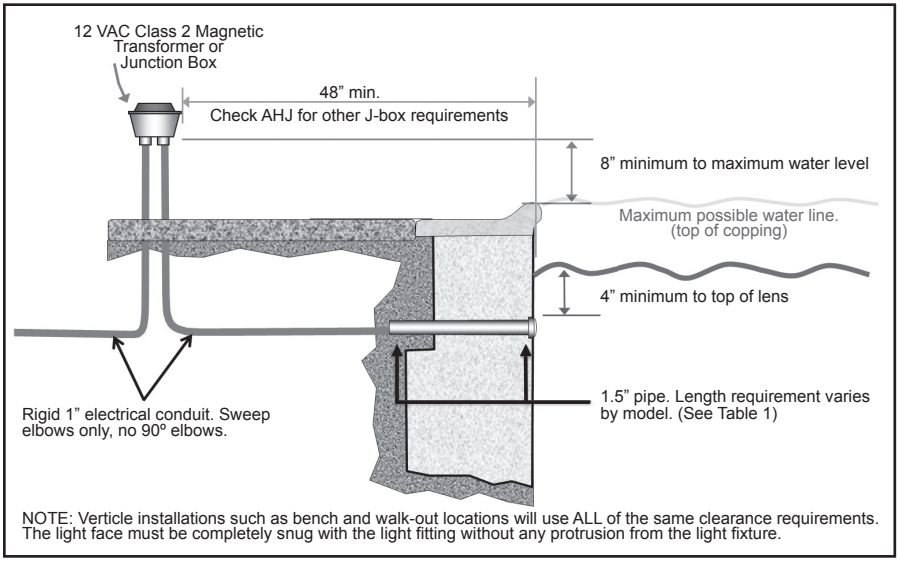

Figure 1. Jandy® Pro Series LED Light Installation with Standard 1.5" Plastic Fitting
NOTE: The electrician must complete preparatory steps before light fixture is installed. See Figure 1.
1. The junction box or the low-voltage magnetic transformer must be located at least eight (8) inches (measured from the inside of the bottom of the junction box or transformer) above the MAXIMUM water level, OR at least four (4) inches above the ground level or pool deck, whichever is greater. The junction box or 12VAC magnetic transformer must also be installed at least forty-eight (48) inches (4 ft.) from the edge of the pool. See Figure 1.
3. A standard 1.5" plastic wall / return fitting (not included) must be installed so that the top edge of the underwater light's lens is at least 4 inches (10.2 cm) below the surface of the water in the pool. See Figure 1.